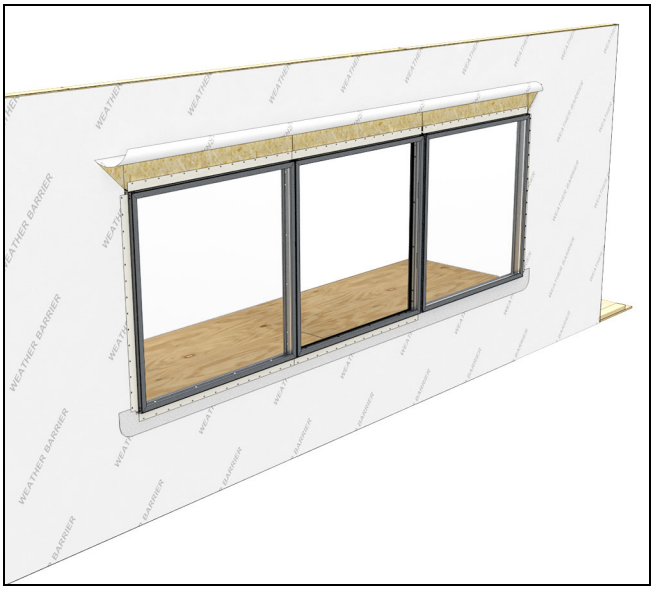

Figure 72
6. Repeat the previous steps until the entire assembly is complete. See Figure 72.